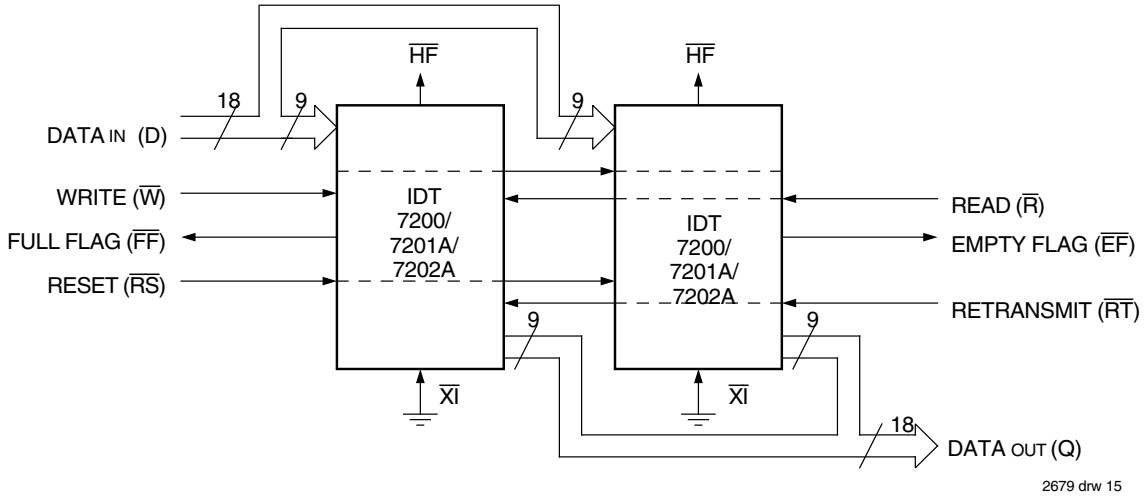

*Figure 13. Block Diagram of 256 x 18, 512 x 18, 1,024 x 18 FIFO Memory Used in Width Expansion Mode*
Word width may be increased simply by connecting the corresponding input control signals of multiple devices. Status flags ($\overline{EF}$, $\overline{FF}$ and $\overline{HF}$) can be detected from any one device. Figure 13 demonstrates an 18-bit word width by using two IDT7200/7201A/7202As. Any word width can be attained by adding additional IDT7200/7201A/7202As (Figure 13).
2. For Flag detection see section on Width Expansion and Figure 13.